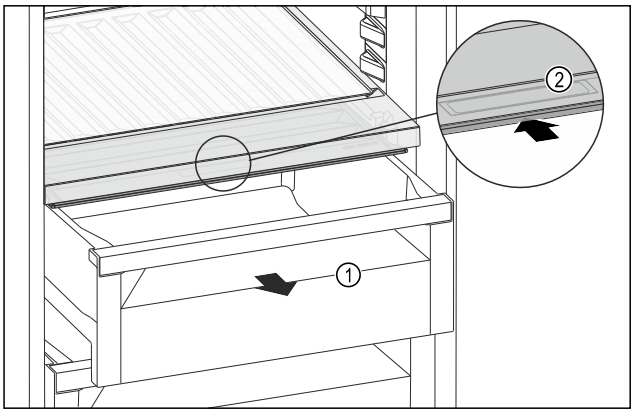

Fig. 121
▶ Træk skuffen *Fig. 121 (1)* ud.
▶ Tag fat i grebsforsænkningen *Fig. 121 (2)* i bokslåget, og skub samtidigt bokslåget tilbage.